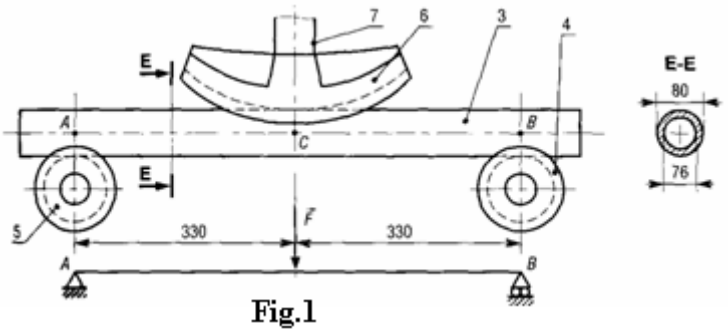

Fig.1
Le dispositif proposé (fig.1) permet de cintrer des tubes de chauffage. L'effort $\vec{F}$ de cintrage est fournie par un vérin hydraulique (non représenté) dont la tige (7) agit sur une came de poussée (6), alors que le maintien est assuré par deux galets (4) et (5).